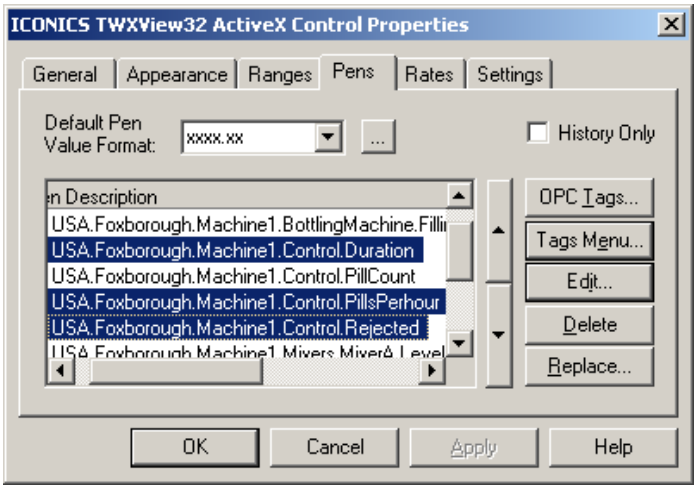

Figure L11.7 - Pens to Edit
10. Repeat steps 5 - 9 for the Duration, PillsPerhour, and Rejected tags as highlighted in Figure L11.7. Only one pen can be edited at a time.